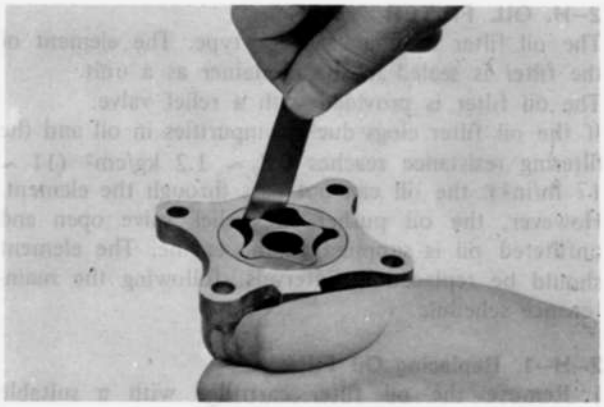

Fig. 2–9 Checking rotor clearance
2. Check the clearance between the outer rotor and the pump body with a feeler gauge, as shown in Fig. 2–10.